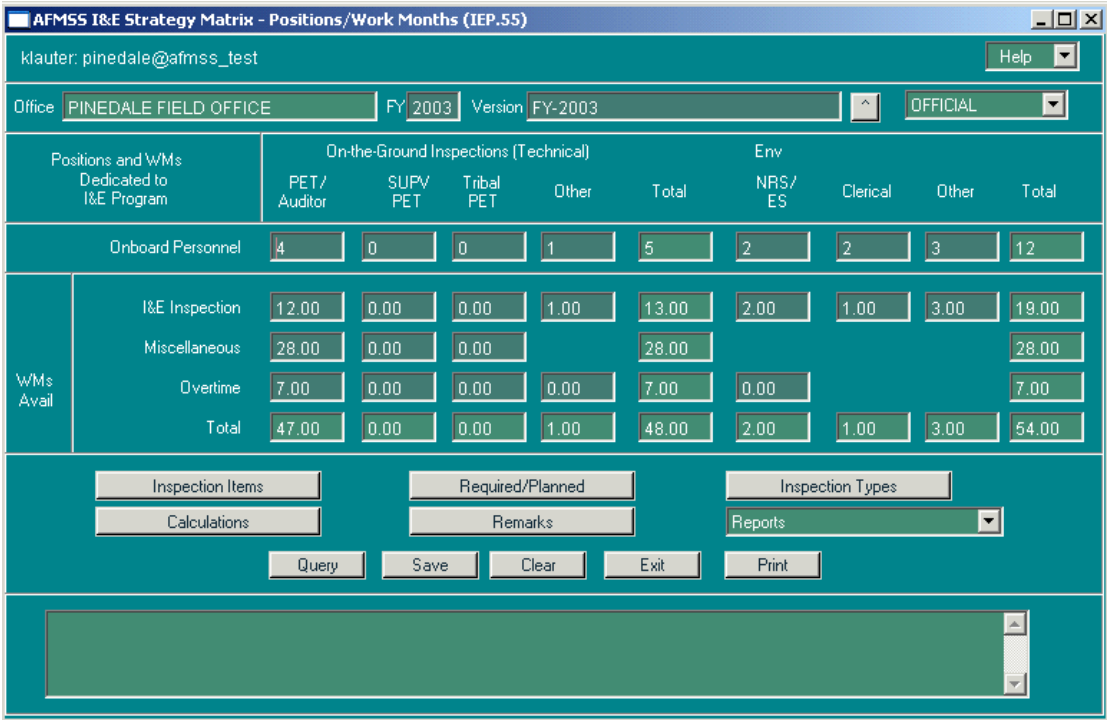

Figure 4-54: Non-Indian AFMSS I&E Strategy Matrix–Positions/Work Months (IEP.55) Window
1. Click the **Positions/Workmonths** button. This launches the *Non-Indian AFMSS I&E Strategy Matrix–Positions/Work Months (IEP.55)* window (Figure 4-54).